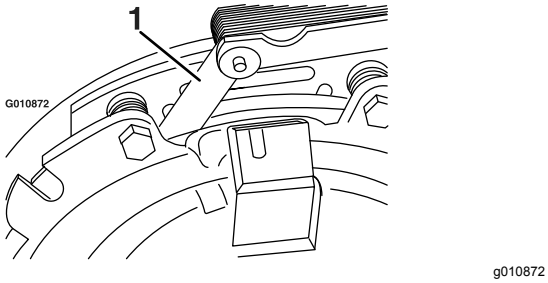
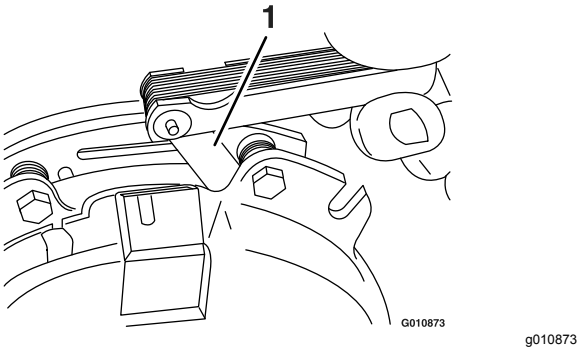

Figuur 73
Figuur 74
E. Gebruik een voelermaat van 0,254 mm dik om aan beide zijden van de remstang te controleren of er een opening is tussen de rotor en de armatuur, zoals getoond in Figuur 73 en Figuur 74.